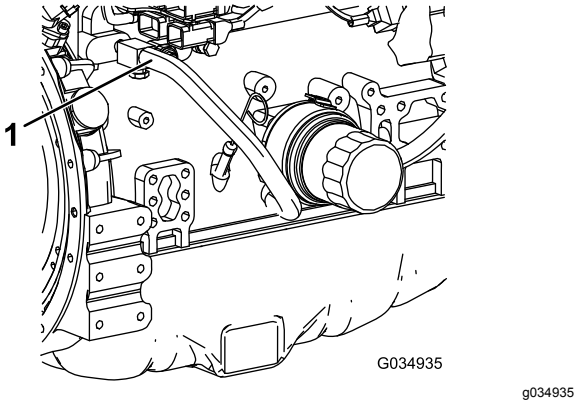

Figur 126
7. Fjern kølevæskens slange fra motoroliekøleren (Figur 126).